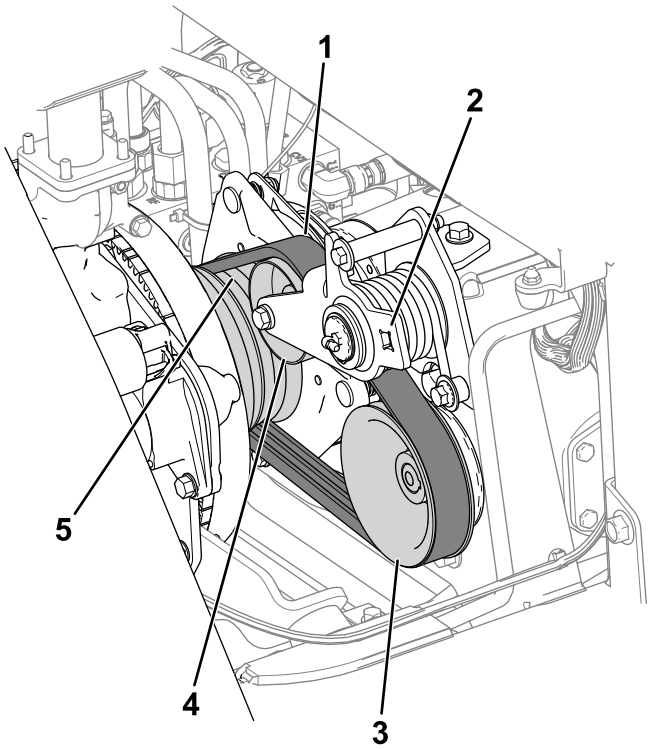

Figura 78
3. Enrute la correa sobre la polea del motor, la polea tensora y la polea de la bomba (Figura 78).